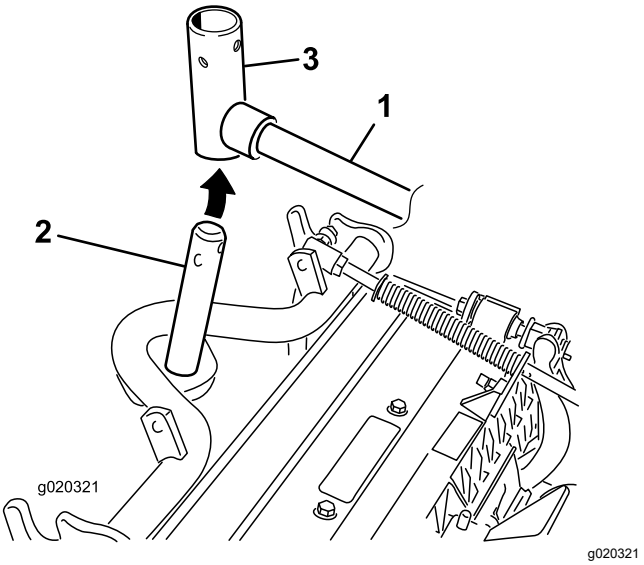

Figur 10
3. Vid montering av de främre klippenheterna ska en klippenhet skjutas in under lyftarmen samtidigt som bärramens axel förs upp och in i lyftarmens svängok (Figur 10).
2. Sätt i lyftarmens ok i bärramens axel (Figur 10).